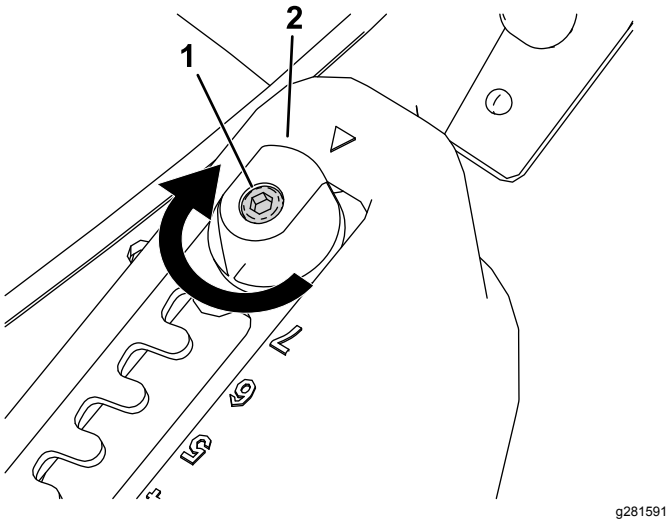
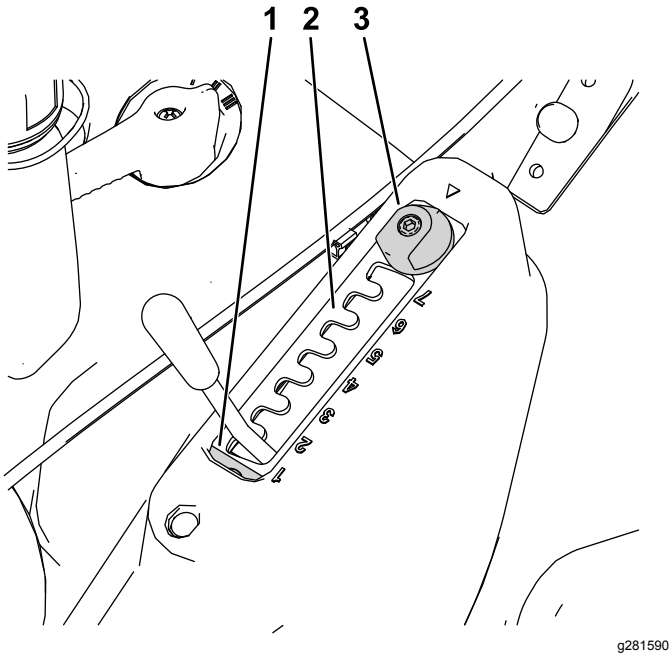

Figur 12
Figur 13
1. Løsne velgerplatens festebolt med en sekskantnøkkel (Figur 12).
2. Vri matchcut-justereren 180° (Figur 12 og Figur 13).